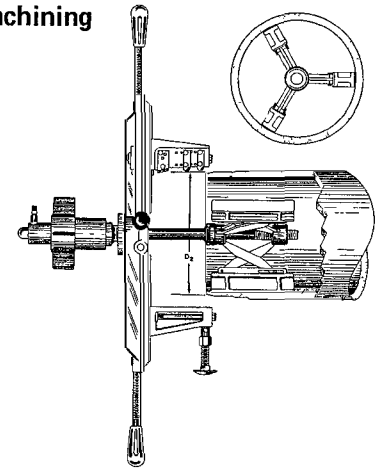

FIG. 44 – Typical machining tool. Use a factory-machined pipe end as a gauge to set cutting blades of machining tool.
Field machining tools are available for machining the rough pipe barrel of Transite Pipe when it has been cut—or for extending the Ring Sealing portion (D-2, Fig. 44) for use in making closures.
—and tungsten carbide tipped blades. See Fig. 44.
3. Check dimensions of field machined end (dimension table on page 97) to assure that machining tool did not loosen during operation. See Fig. 44.
4. Round the pipe nose with a coarse wood rasp to allow the rings to start easier. See A, Fig. 44.